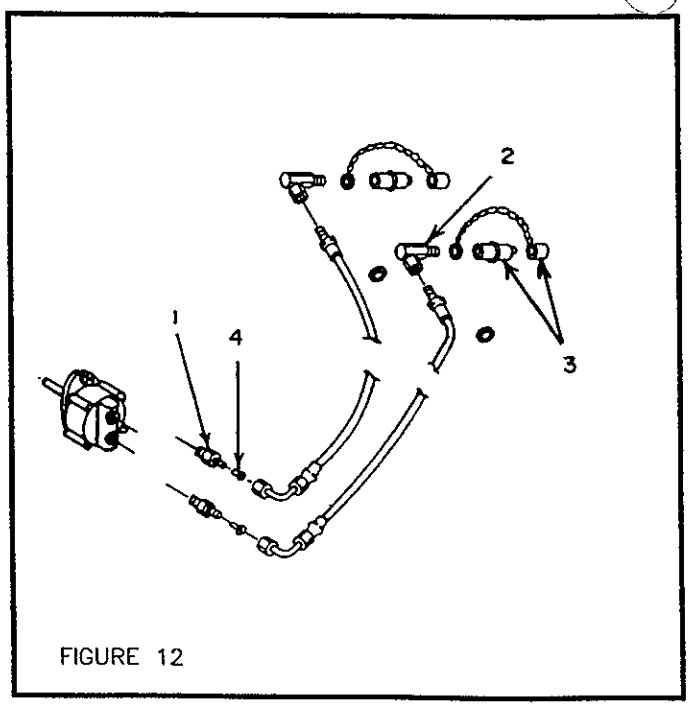

FIGURE 12
l) Install a connector 7/8" O.R.B. male x 9/16"-18 J.I.C. male (fig.12, item 1) in each port of hydraulic motor.
m) Install 90 degree elbow 1/4" male x 1/4" pivoting female (fig.12, item 2) at male end of hoses.
n) Using thread sealant, attach a male quick coupler with rubber dust cap (fig.12, item 3) on each elbow (dust cap ring must be on hose before installation).
o) Connect the two hydraulic hoses to the motor, placing a flow restrictor (fig.12, item 4) in connector (fig.12, item 1).